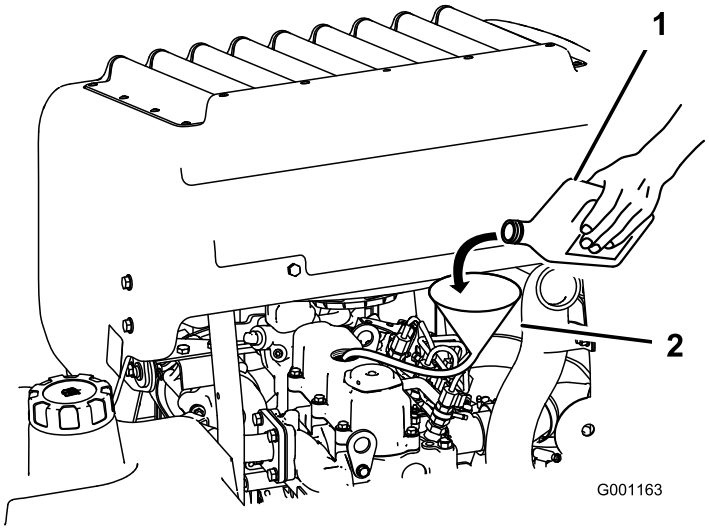

Figur 39
3. Der kan hældes olie på motoren ved hjælp af en slange og en tragt (Figur 39).